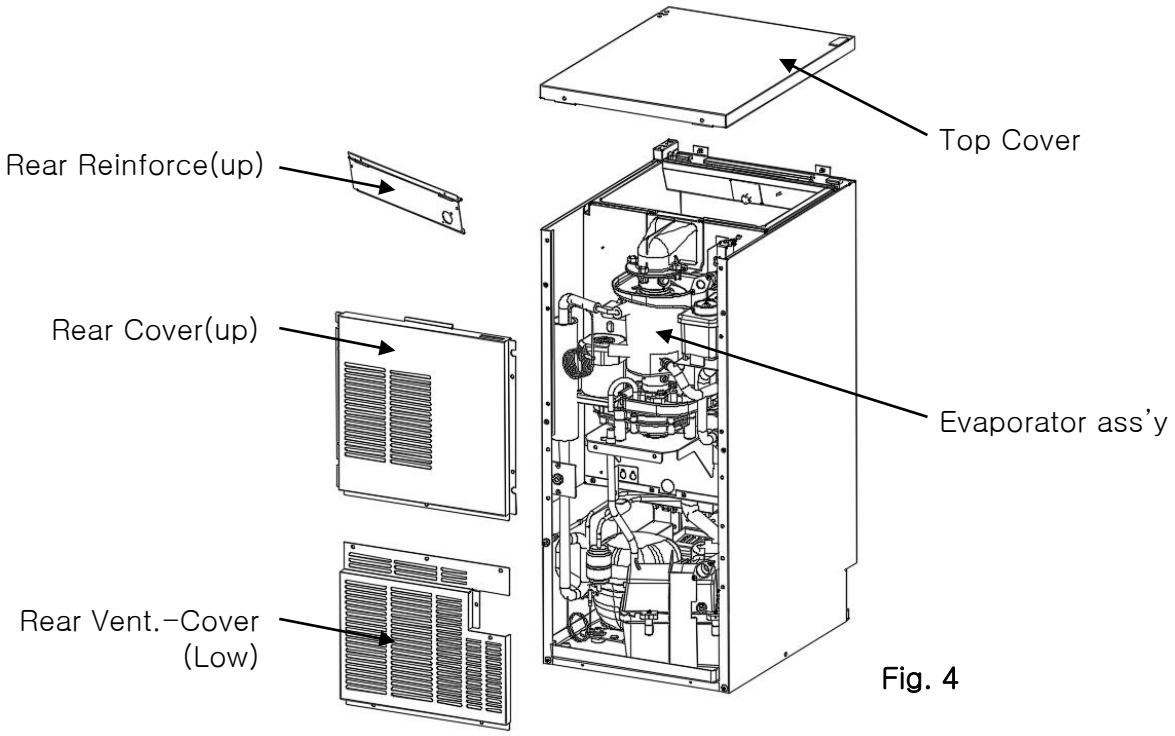

Fig. 4
3) Remove the top cover. See Fig. 4.
6) Remove the top cover. See Fig. 4.